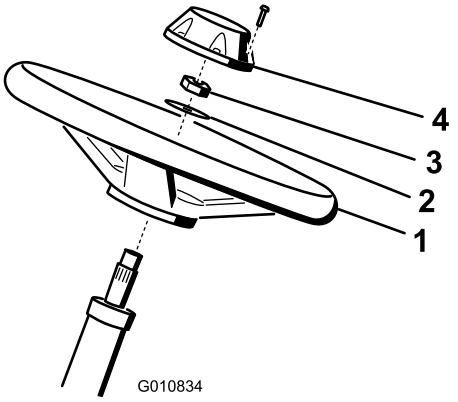

Figur 4
1. Trä på ratten på styraxeln (Figur 4).
2. Trä på brickan på styraxeln (Figur 4).
3. Fäst ratten på axeln med kontramuttern och dra åt den till 27–35 Nm (Figur 4).
4. Montera kåpan på ratten och fäst den med en skruv (Figur 4).